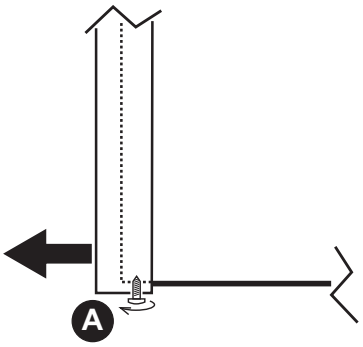

fig. 30
1. Using a screwdriver, partially unscrew the 2 screws “A” (fig. 30)